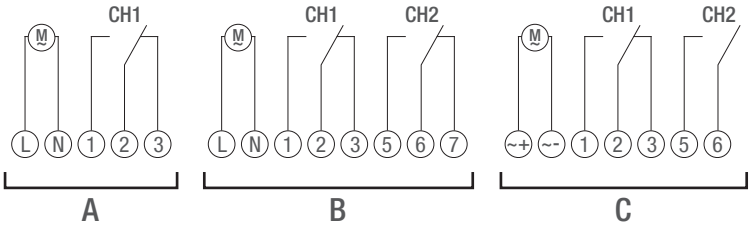

Fig. 5: Esquema de ligação
3. Ligar o temporizador do distribuidor conforme o esquema de ligação (Fig. 5/A), (Fig. 5/B) ou (Fig. 5/C).